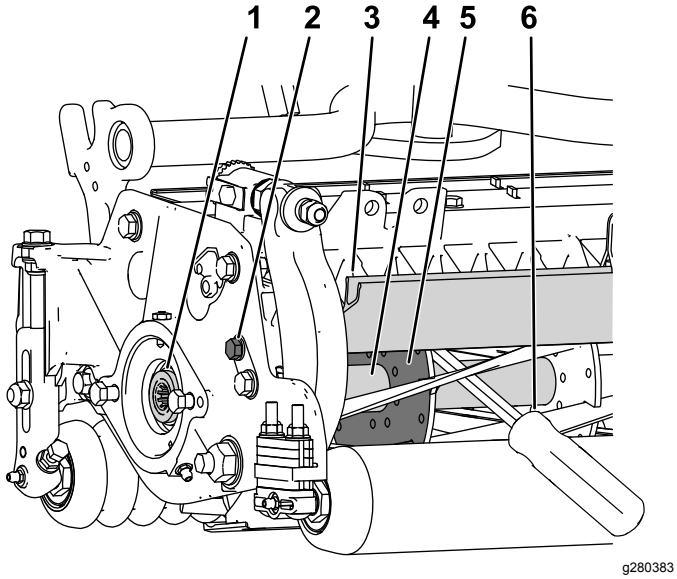

Figura 30
1. Desaperte o parafuso do resguardo no lado esquerdo da unidade de corte e eleve o resguardo traseiro (Figura 30).
2. Insira um pé de cabra de cabo longo (recomendado 3/8 x 12 pol. com pega de chave de parafusos) através da traseira do cilindro de corte, o mais próximo do lado da unidade de corte que irá apertar (Figura 30).
3. Coloque o pé de cabra contra o lado soldado da placa de suporte do cilindro (Figura 30).